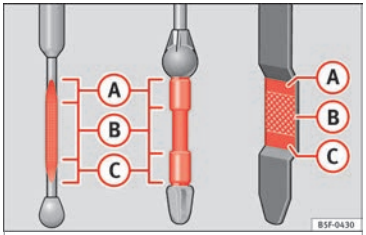

Fig. 238 Engine oil dipstick.
If the oil level is above area ››› Fig. 238 Ⓐ, do not start the engine. This could result in damage to the engine and catalytic converter. Contact a Technical Service.
If the oil level is above area ››› Fig. 238 Ⓐ, do not start the engine. This could result in damage to the engine and catalytic converter. Contact a specialised workshop.
The oil level must never be above area ››› Fig. 238 (A). Otherwise oil can be drawn in through the crankcase breather and escape into the atmosphere via the exhaust system.